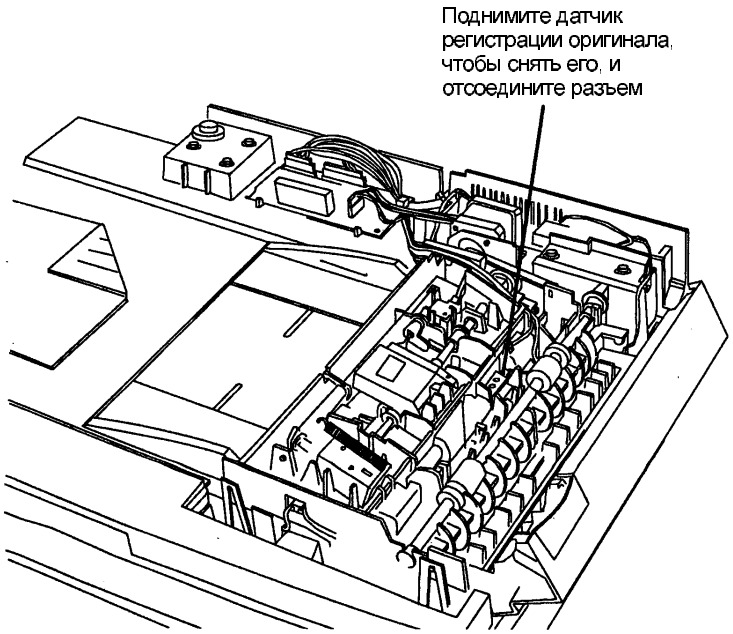

Рис. 1. Демонтаж датчика регистрации оригинала
4. Снимите датчик регистрации оригинала (Рис. 1).